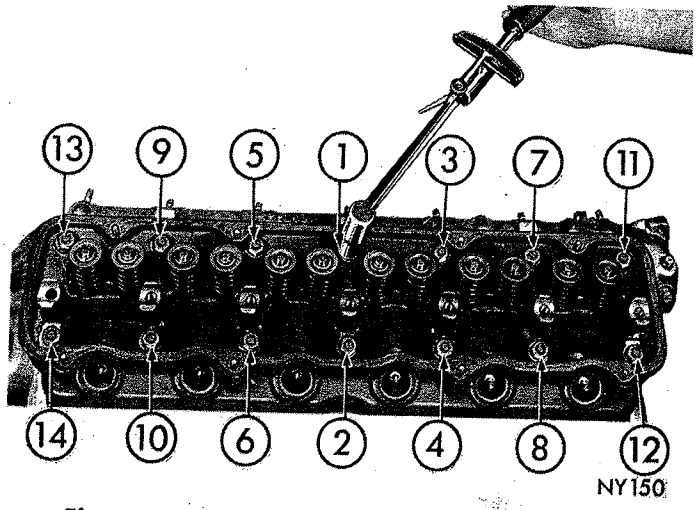

*Fig. 10—Cylinder Head Tightening Sequence*
(1) Clean all gasket surfaces of cylinder block and cylinder head and install spark plugs.
(2) Inspect all surfaces with a straight edge if there is any reason to suspect leakage.
(3) Coat new gasket with MoPar Sealer, Part Number 1057794 or equivalent. Install gasket and cylinder head.
(4) Install cylinder head bolts. Starting at top center, tighten all cylinder head bolts to 65 foot-pounds in sequence (Fig. 10). Repeat the procedure, retightening all cylinder head bolts to 65 foot-pounds.